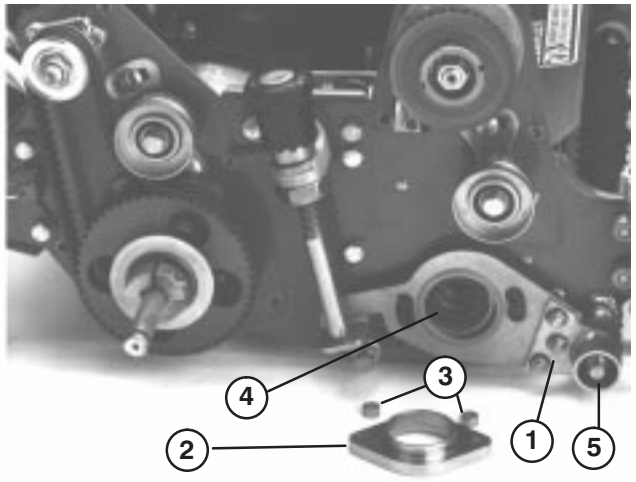

Figure 11
A. Slide the groomer plate assembly over the end of the groomer shaft (Fig. 11).
B. Insert a adapter ring into reel bearing housing. Insert the two 3/8–16 x 2" lg. flat head screws through the groomer arm cover and bearing adapter. Put a spacer over each screw before positioning the adapter into the reel bearing housing. Slide the adapter through the bronze bearing in the groomer plate assembly and into the reel bearing housing. Install locknuts on flat head screws and torque to 23 to 27 ft–lb (Fig. 11).
C. Secure right end of groomer shaft to groomer plate assembly with a 1/2–20 locknut (Left handthread) Torque to 29 to 35 ft–lb (Fig. 11)
1. Remove the left side grooming reel housing cover (Fig. 3). Remove the drive belt by loosening the idler pulley (Fig. 11).